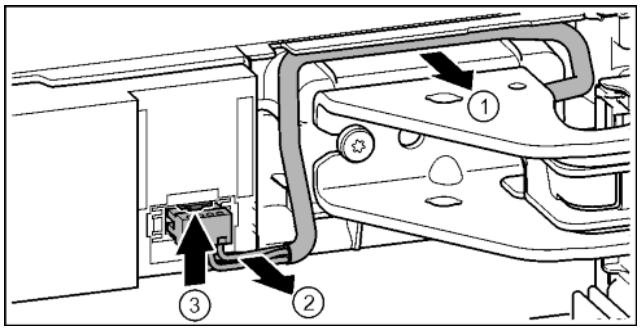

Fig. 19
▶ Kabel via de lagerbus voorzichtig uit de geleiding losmaken. *Fig. 19 (1)*
▶ Kabeldraad voorzichtig uit de schacht trekken. *Fig. 19 (2)*
▶ Las naar boven duwen en stekker voorzichtig eruit trekken. *Fig. 19 (3)*